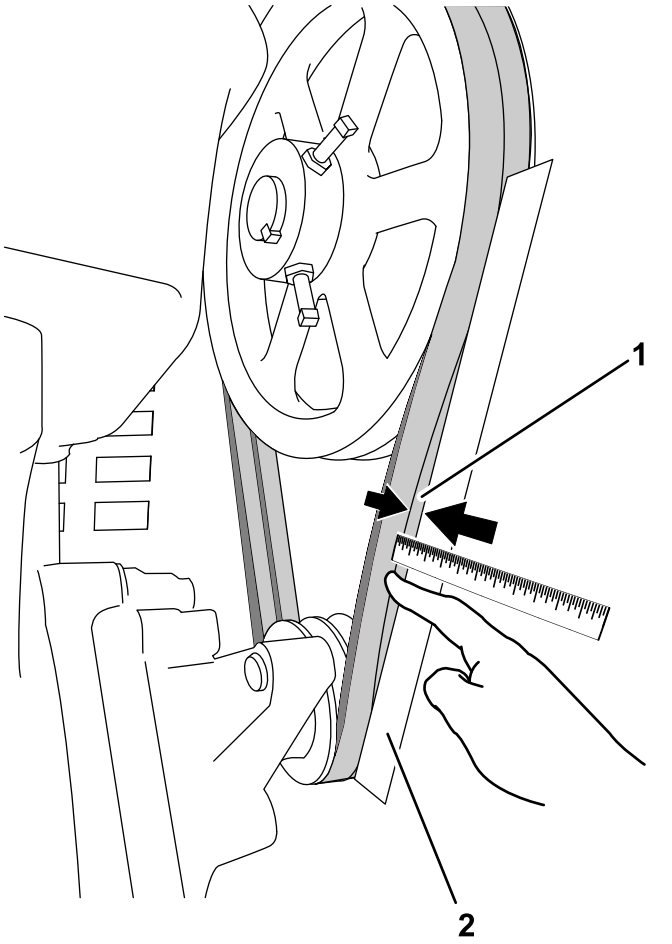

Figura 53
Las correas de transmisión deben tener una desviación de 1 cm (13/32") al aplicar una presión de 6.8 kg (15 libras) en el punto intermedio del tramo (Figura 53).
2. Coloque una regla sobre una correa, desde una polea a la otra (Figura 53).
3. Presione la correa con el dedo con una fuerza de 6.8 kg (15 libras) en el punto intermedio entre las poleas (Figura 53).
4. Mida la distancia desde la correa a la regla. La distancia debe ser de aproximadamente 1 cm (13/32") como se muestra en Figura 53.